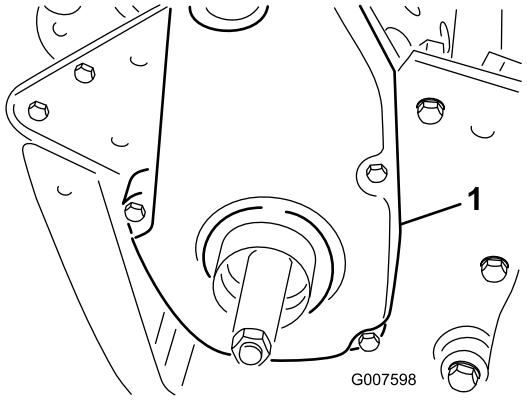

**Figur 36**
1. Afmonter remskærmens monteringsskruer og remskærmen for at frilægge remmen (Figur 36).